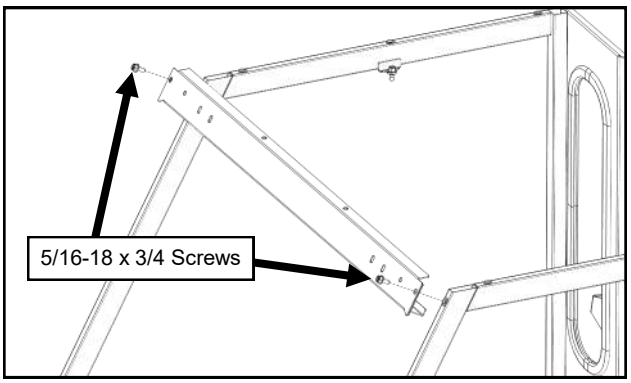

Fig. 6.1 (Attach Windshield Support)
6.1 With assistance, hold the windshield support in place and attach with a screw in the top of each side frame. See Figure 6.1.